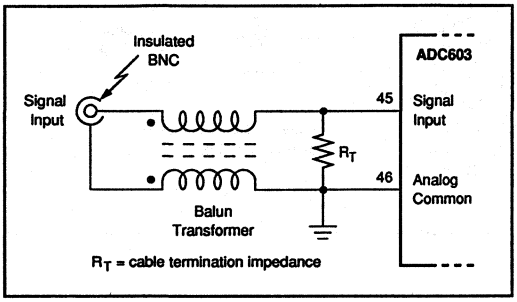
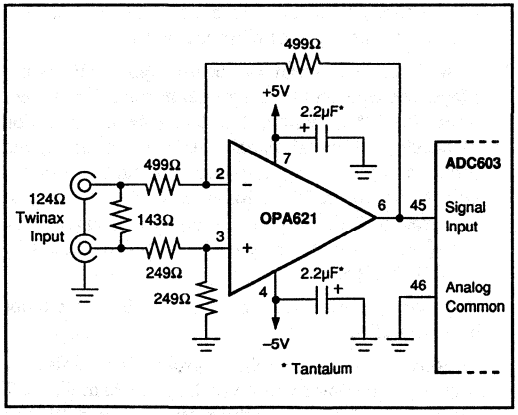

FIGURE 7. Floating-Input Balun Transformer.
FIGURE 9. Differential Input Buffer Amplifier (Gain = –1V/V).
13. Floating inputs can eliminate ground-loop noise. A simple common-mode choke (balun) shown in Figure 7 and 8, or a differential amplifier (Figure 9 and 10) can reduce analog input noise.